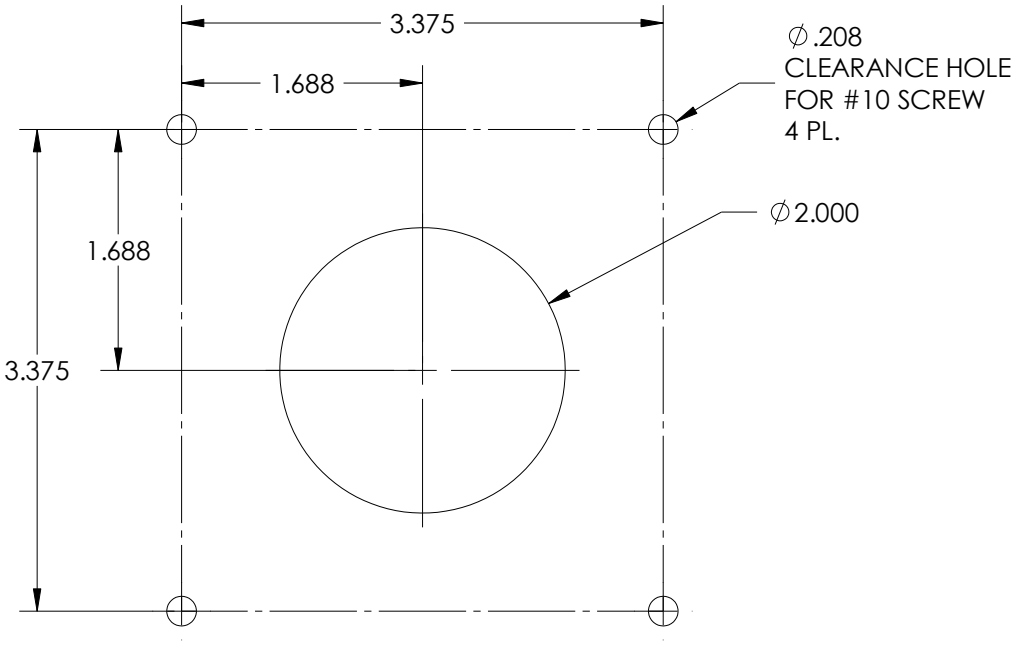

Figure 7 – Command & Control Center Mounting Pattern
a. Create hole pattern as shown in Figure 7.